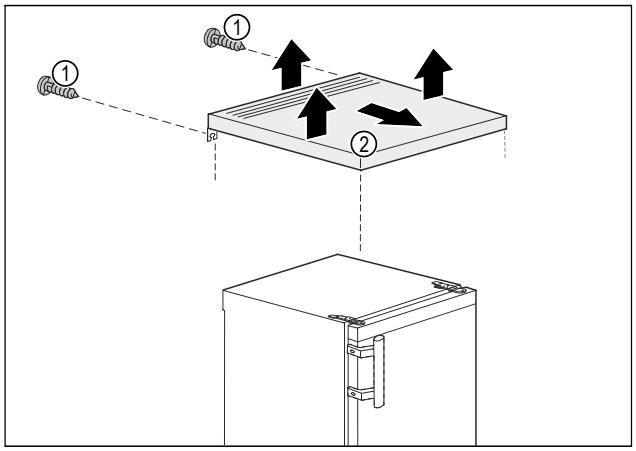

Fig. 3
▶ Удалите винты *Fig. 3 (1)* с задней стенки.
▶ Приподнимите верхнюю панель *Fig. 3 (2)* сзади.
▶ Сдвиньте верхнюю панель *Fig. 3 (2)* вперед.
▶ Снимите верхнюю панель *Fig. 3 (2)* движением вверх.
▷ Верхняя панель *Fig. 3 (2)* снята.